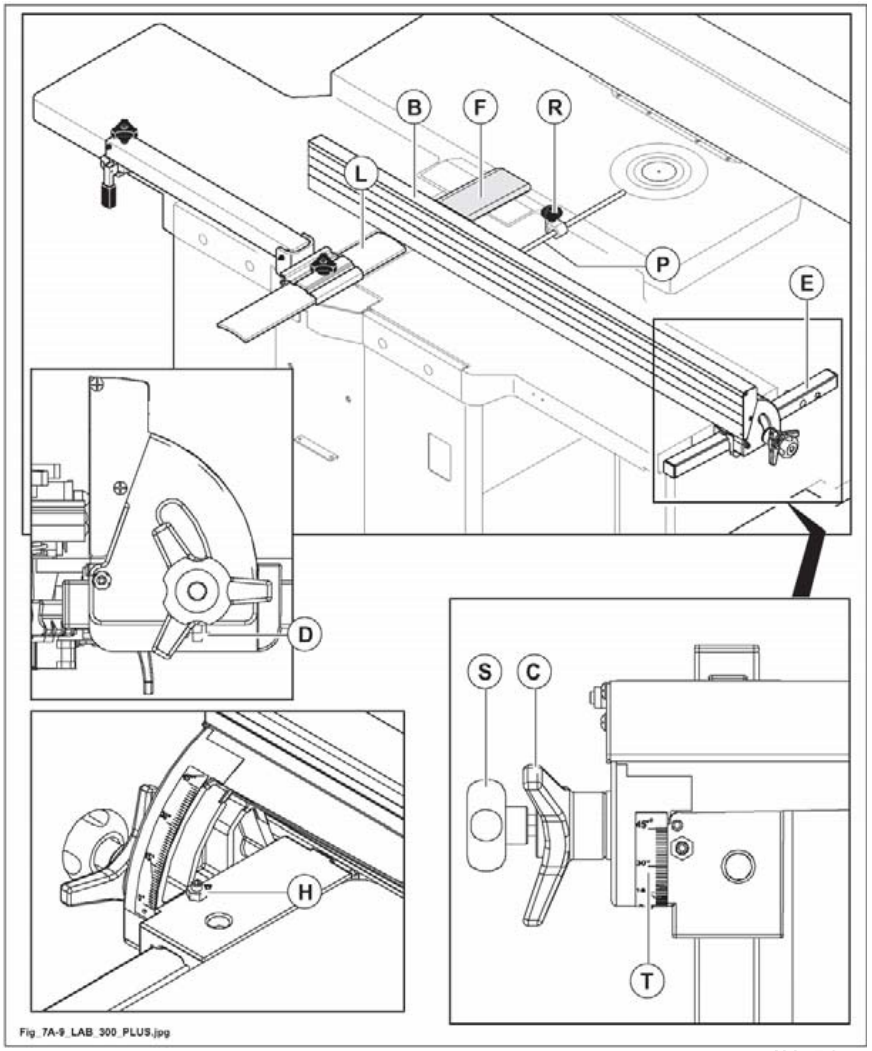

Abb. 7.9
die Schutzvorrichtung (F Abb. 7.9) und (L Abb. 7.9) müssen während der Arbeit stets auf der Hobelwelle liegen.
- Den Fügeanschlag (B Abb. 7.9) in der gewünschten Position anbringen und mit dem Griff (S Abb. 7.9) festziehen.
- Um die Führung von 90° auf 45° zu neigen, die Blockierung (C Abb. 7.9) lösen, und auf die Skala (T Abb. 7.9) Bezug nehmen.
- Nach der Einstellung die Sicherung (P Abb. 7.9) bis zum Anschlag auf der Abrichtführung (B Abb. 7.9) bewegen und den Knauf (R Abb. 7.9) anziehen.
der Anschlag (B, Abb. 7.9) kann von 90° bis 45° und in jeder Zwischenstellung schräg gestellt werden.
Für mögliche Korrekturen an den Anschlägen für 90° und 45° Grad in den extremen Stellungen betätigen Sie die Schraube und Gegenmutter (D, Abb. 7.9) für die 90° und die Schraube und Gegenmutter (H, Abb. 7.9) für die 45° entsprechend.
sicherstellen, dass die Gleitstange (E Abb. 7.9) ganz sauber ist.